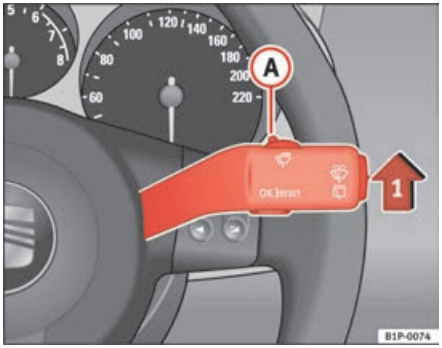

Fig. 67 Windscreen wiper lever
– Move the windscreen wiper lever into position (1) ⇒ fig. 67.
– Move the control (A) to the left or right to set the sensitivity of the rain sensor. Control to the right: highly sensitive. Control to the left: less sensitive.